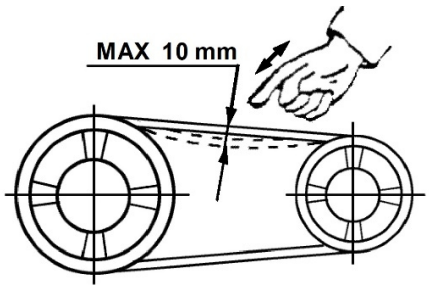

Figure 2
- Check belt tension by measuring belt tightness. Correct tightness results when belt deflection along the front side of the same, as a result of the pressure applied with the index finger to the centre of the belt length, is about 1 cm (see fig. 2).